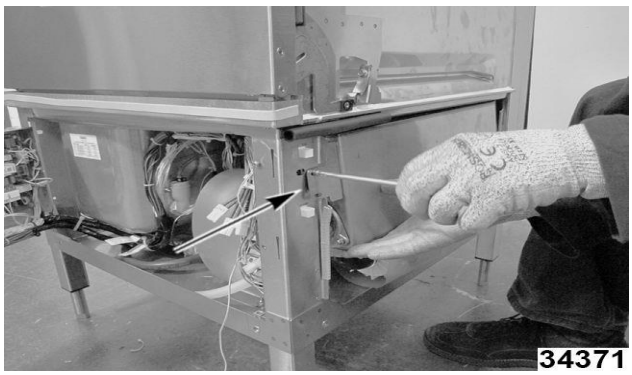

Fig. 101
9. Quite dos tornillos en el soporte de suspensión frontal del tanque (Fig. 101).